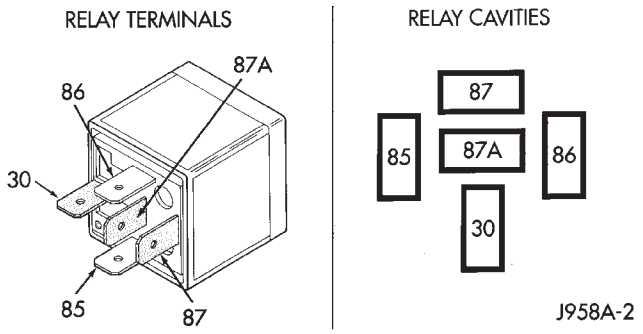

Fig. 13 FUEL PUMP RELAY - TYPE 1
(14) If equipped with **type–1 relay** (Fig. 13), attach test leads from LCS adapter into PDC relay cavities number 30 and 87. For location of these cavities, refer to numbers stamped to bottom of relay (Fig. 13).